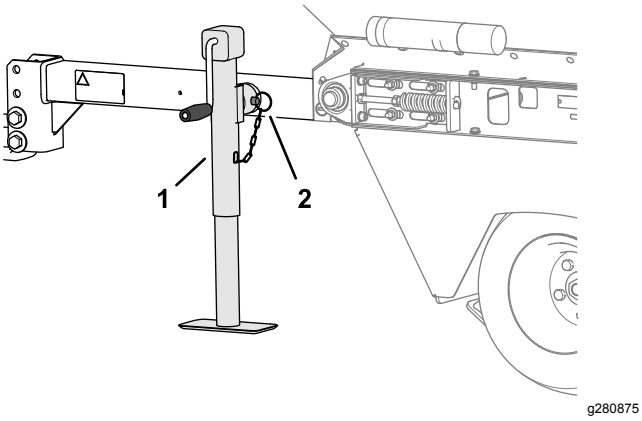

Rysunek 11
2. Obróć podporę do pionu (Rysunek 11).
3. Przymocuj ją do rury montażowej za pomocą sworznia (Rysunek 11).